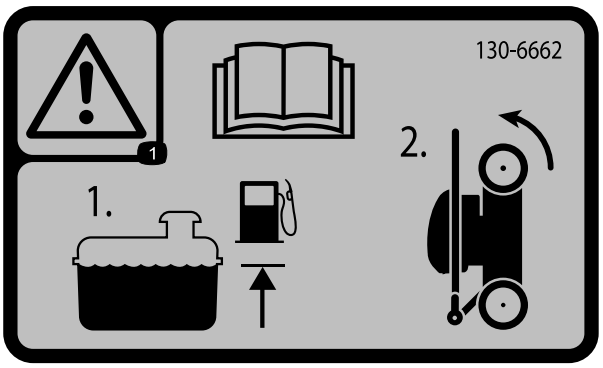

Bild 17
1. Stellen Sie sicher, dass der Stand des Benzins im Kraftstofftank nicht höher ist, als vom Motorhersteller empfohlen, siehe den Motoraufkleber des Herstellers auf dem Motor (Bild 17).